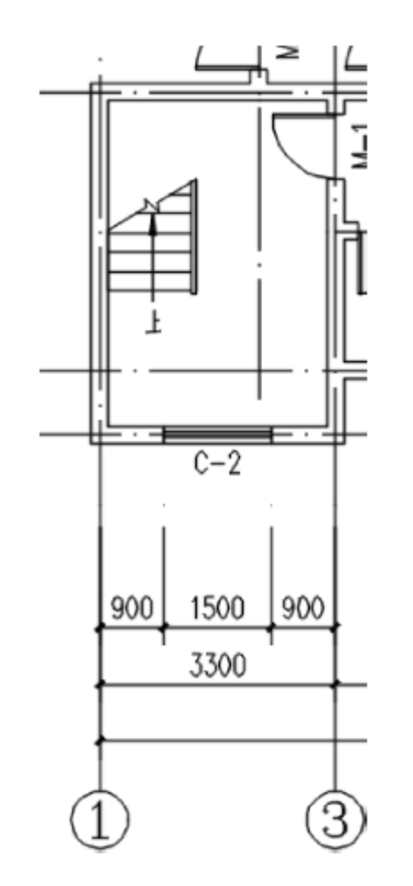

图 12-2　C-2 标注
(1) 单击菜单中的“尺寸标注”→“门窗标注”命令，标注 C-2 的尺寸，如图 12-2 所示。命令行提示如下。